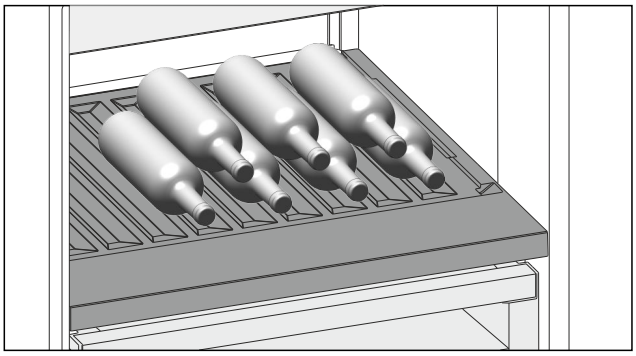

Fig. 108 Eksempelfremstilling
- ▶ Legg inn flaskene med bunnen bakover mot bakveggen. (se Fig. 108)